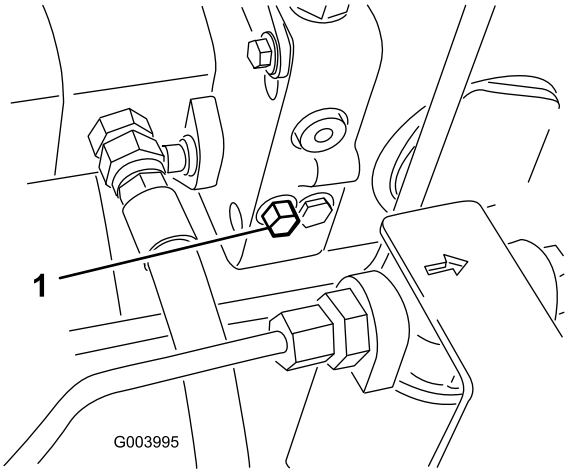

Figur 41
1. Drej omløbsventilens bolt 1 1/2 omgang for at åbne den og lade olien løbe om internt (Figur 41).